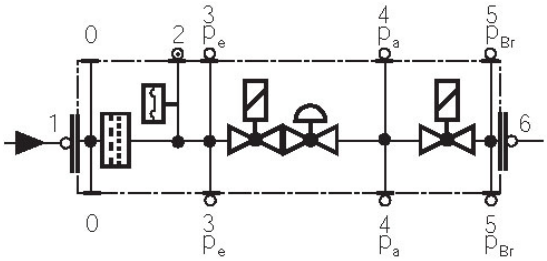

Рис. 25
- Почистить фильтры газовых клапанов. (см. Рис. 25 и последующие).